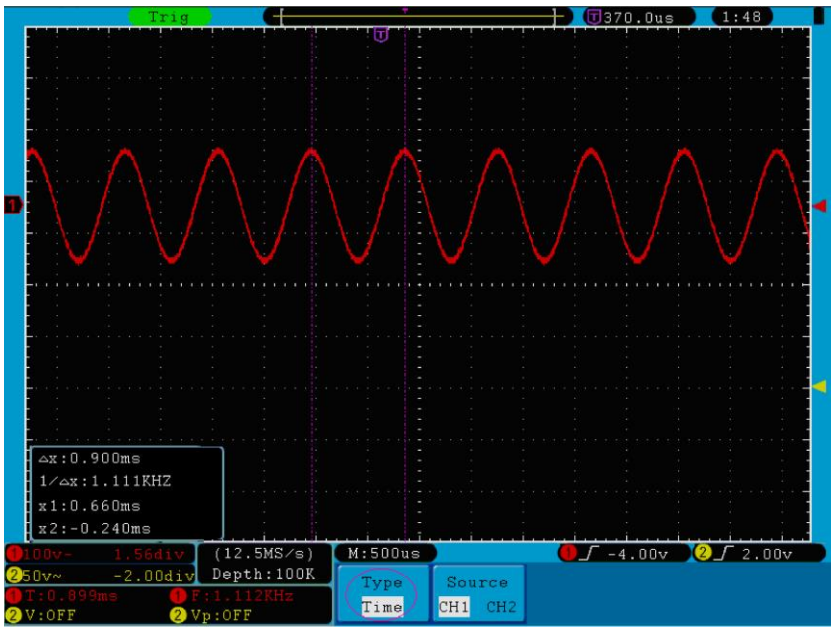

Abb. 72 Wellenform bei der Messung mit dem Cursor
4. Stellen Sie die Positionen von **CURSOR1** und **CURSOR2** entsprechend der zu messenden Wellenform ein; es erscheinen dann Zyklus und Frequenz von Cursor 1 und Cursor 2 im Fenster. Die aktuelle Position von Cursor 1 wird unter Cursor1, die von Cursor 2 unter Cursor2 angezeigt (siehe **Abb. 72**).